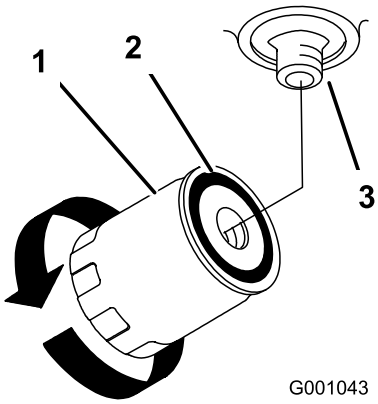

Figuur 75
4. Verwijder het oude filter en veeg de pakking van de filtertussenstuk schoon (Figuur 75).
7. Draai het oliefilter rechtsom totdat de rubberen pakking contact maakt met het filtertussenstuk. Draai het filter vervolgens nog eens 1/2 slag (Figuur 75).